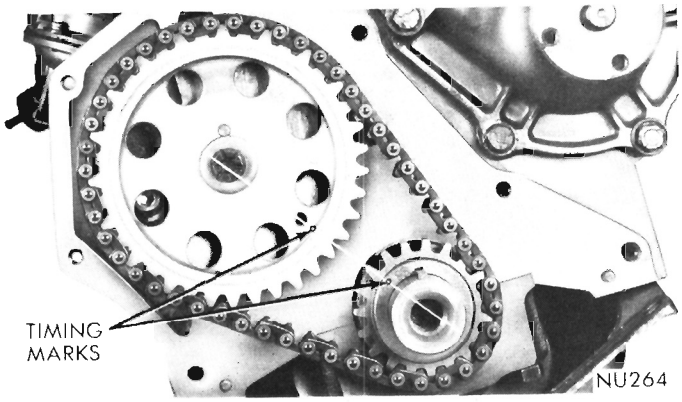

Fig. 24—Alignment of Timing Marks
(4) If chain movement exceeds 3/16 inch, install a new timing chain.
(5) If chain is satisfactory, slide the crankshaft oil slinger over the shaft and up against sprocket (flange away from sprocket).
(6) If chain is not satisfactory, remove camshaft sprocket attaching bolt and remove timing chain with camshaft sprocket.
(7) Turn crankshaft to line up the centerline of camshaft and crankshaft with the timing mark on crankshaft sprocket.
(8) Install camshaft sprocket and timing chain.
(9) Line up timing marks on the sprockets with the centerline of crankshaft and camshaft (Fig. 24).
(10) Tighten camshaft sprocket lock bolt to 35 foot-pounds. Slide the crankshaft oil slinger over the shaft and up against sprocket (flange away from sprocket).